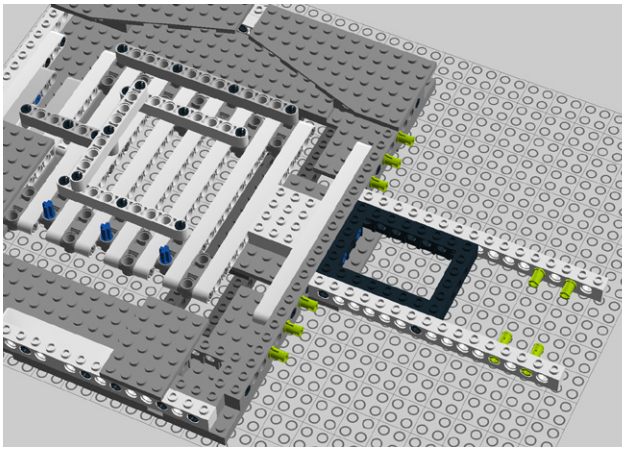

Figure 8-44. *Step 39: Inserting 10 more pegs*
39. Insert 10 more pegs (Figure 8-44).